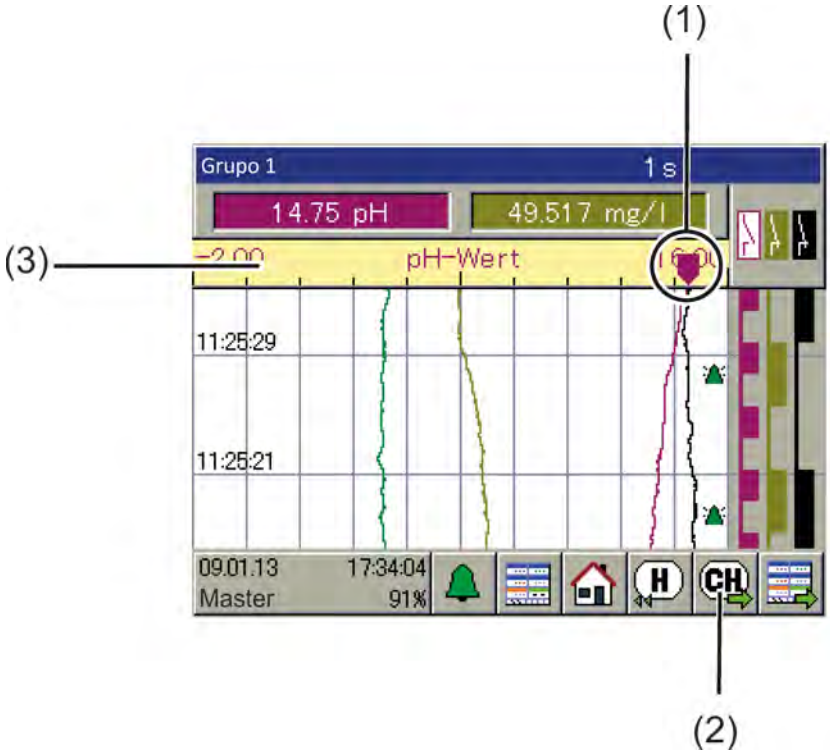
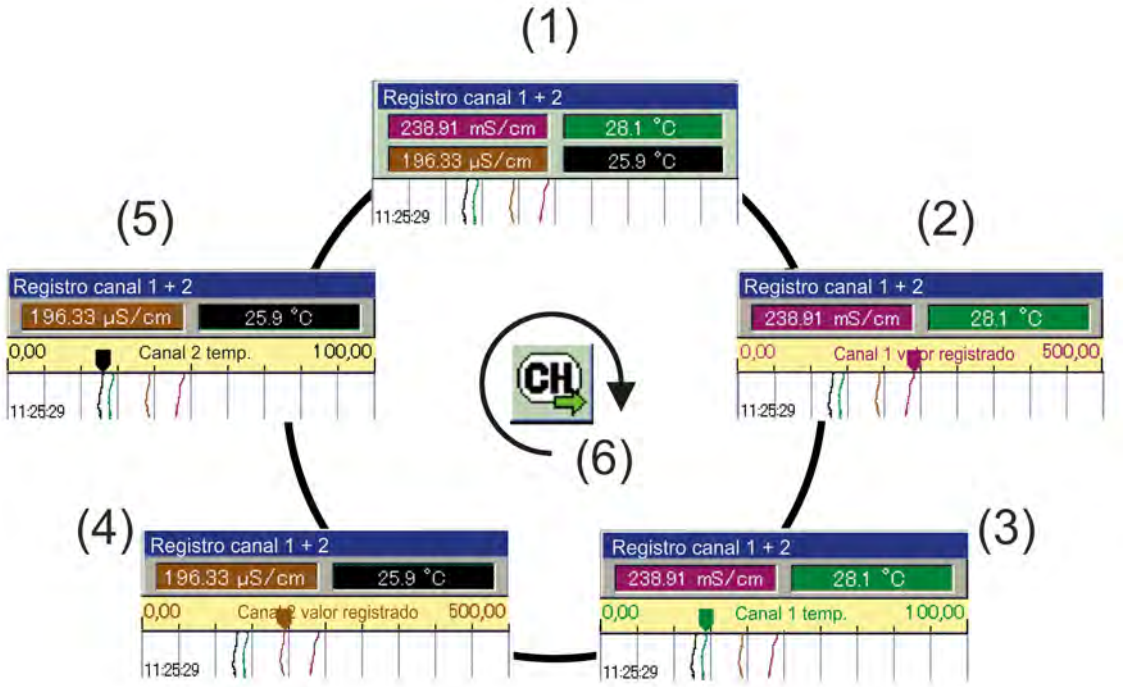

Fig. 49: Vista del marcador
Fig. 50: Hojear la vistas del marcador
Véase Fig. 49 y Fig. 50 .
Con el botón de selección «Transferencia de canal» (véase Fig. 49 (2)) se resaltan las mediciones individuales del grupo respectivo.